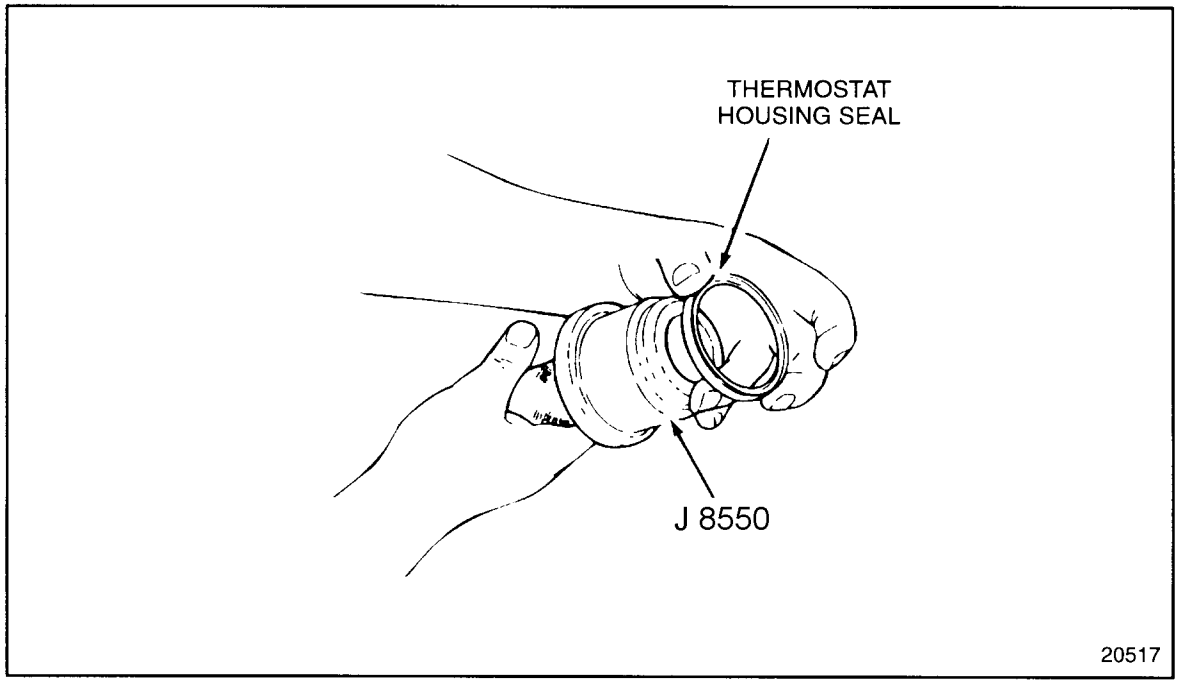

Figure 4-74 Positioning the Seal onto Seal Installer
1. Position a new seal onto seal installer, J 8550, and handle, J 7079-2. See Figure 4-74.